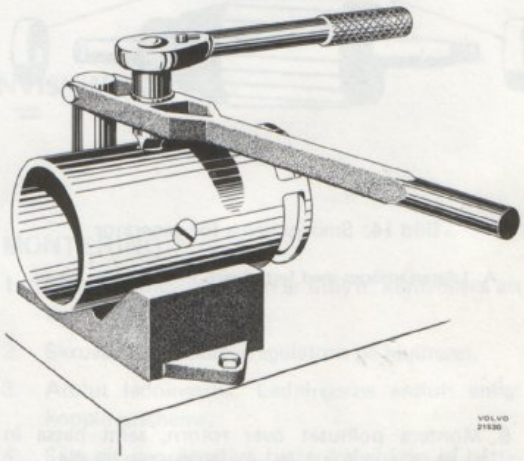

Bild 13. Borttagning av skruv för polsko
2. Placera generatorhuset i ett V-block enligt bild 13. Tryck nedåt samtidigt som mejseln vrids. Skruvarna sitter som regel ganska hårt. Se därför till att mejseln passar väl i spåret på skruven och har erforderlig bredd.